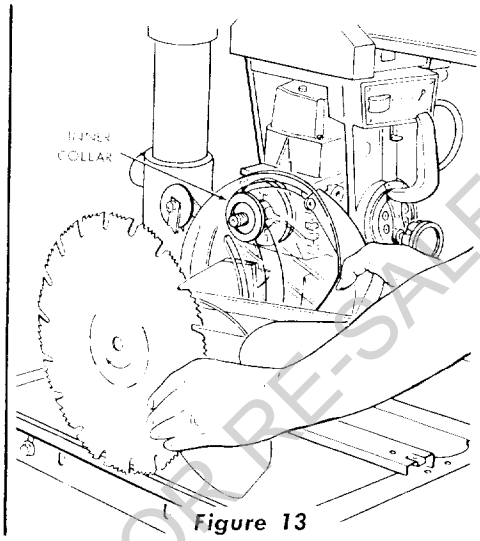

Figure 13
e. Grasp the saw blade, slide it off the shaft and out of the guard. (See figure 13.) Remove the guard and blade out of work area.